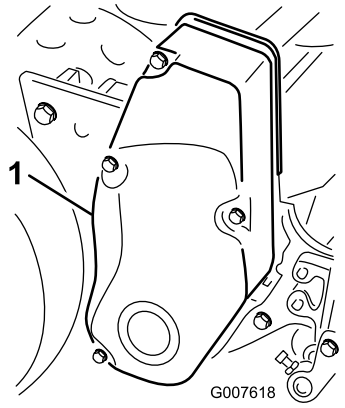

Figur 28
1. Ta bort fästskruvarna på remkåpan och sedan remkåpan så att remmen blir synlig (Figur 28).